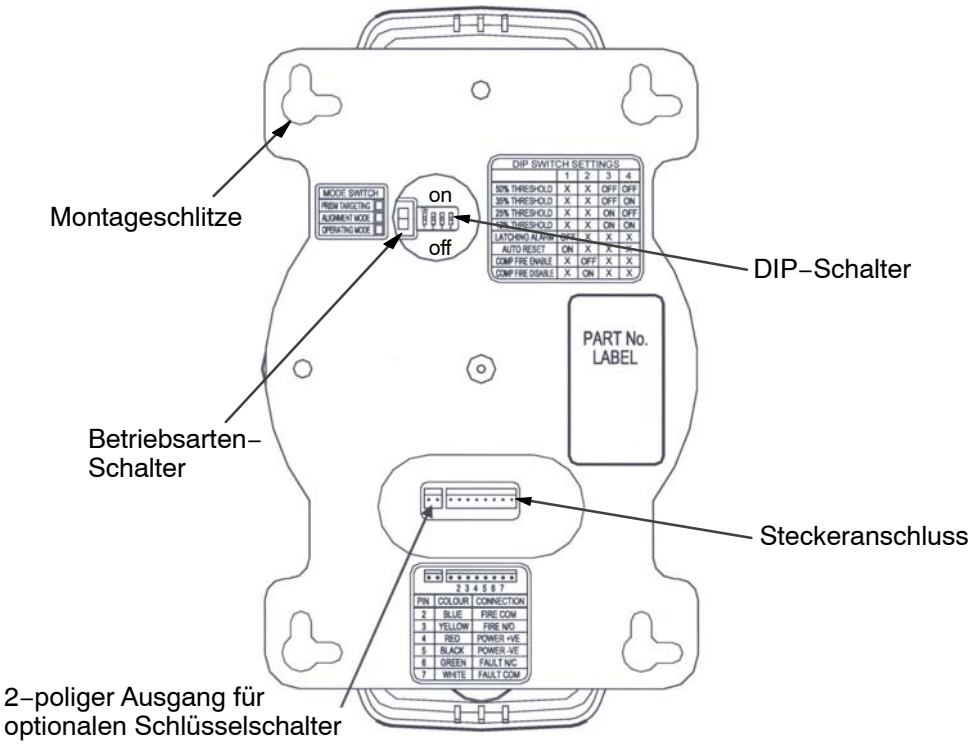

Abb. 3.: Melderrückseite mit Steckeranschluss, Betriebsarten– und DIP–Schalter
- Auf der Melderrückseite befinden sich der Betriebsarten–Schalter, die DIP–Schalter und die Klemmenleiste für den Steckeranschluss (siehe Abb. 3.).
- Die im 90° Winkel ausgeführten Montageschlitze (siehe Abb. 3.) erlauben eine vertikale oder horizontale Montage des Melders.
- Starten Sie den Modus «**Prism Targeting**», indem Sie den Betriebsarten–Schalter (siehe Abb. 3.) nach oben (bei vertikaler Meldermontage) bzw. nach rechts (bei horizontaler Meldermontage) stellen.